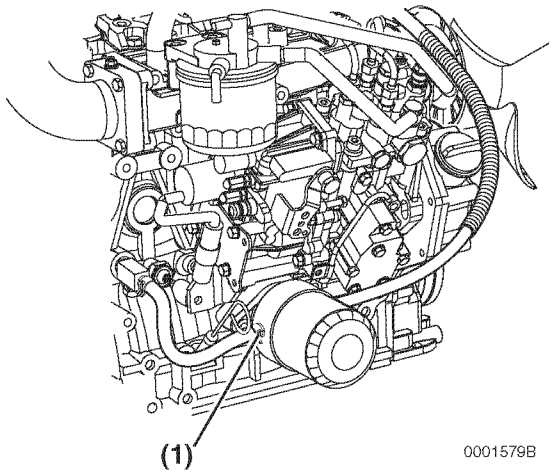

*Figure 21*
- On models equipped with an oil cooler, remove the coolant hose **(Figure 21, (1))** at the oil cooler.